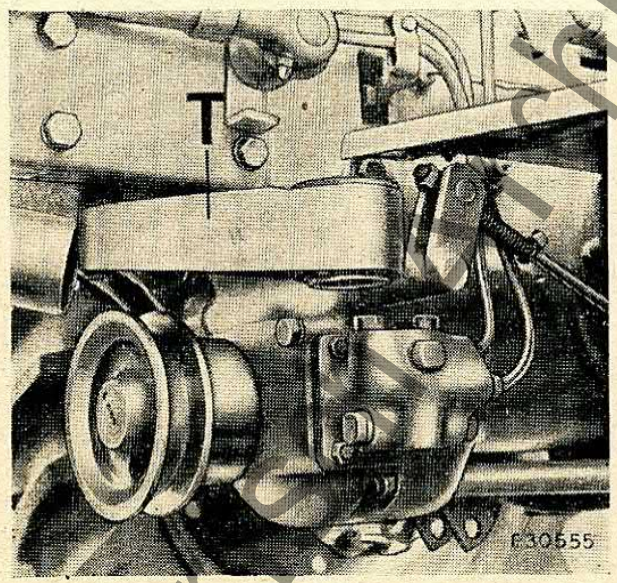

Bild 8
1. Tragflansch (T, Bild 8) mit drei Sechskantschrauben und Federringen an der Unterseite des Schleppers unmittelbar vor dem linken Bodenblech anschrauben.